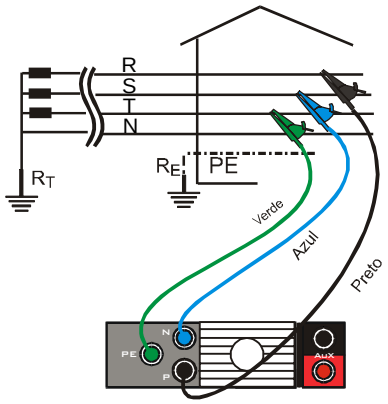

Fig. 32: Ligação do instrumento para indicação do sentido cíclico das fases
1. Mover o instrumento para a esquerda e inserir os três conectores Amarelo-Verde, Azul e Preto dos cabos do KIT5004F nos terminais correspondentes do instrumento (ver Fig. 32). Inserir, de seguida, nas extremidades dos cabos os crocodilos do SET COC3.